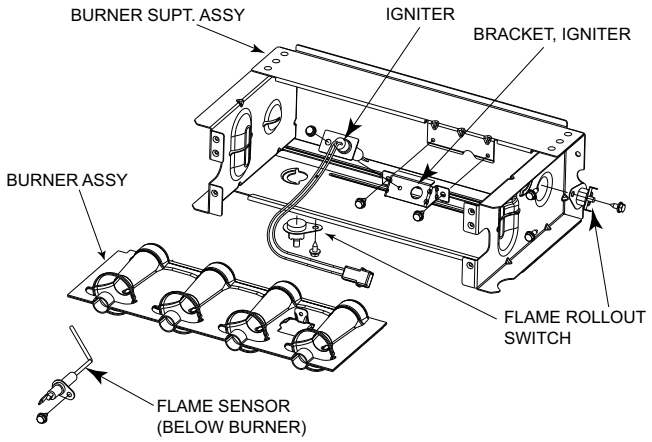
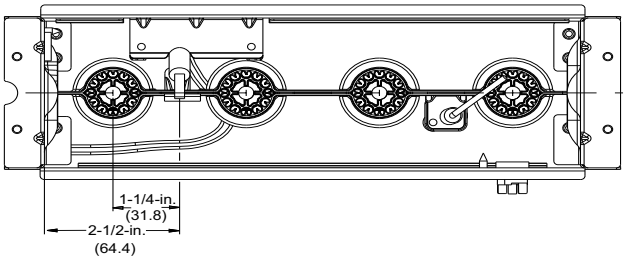
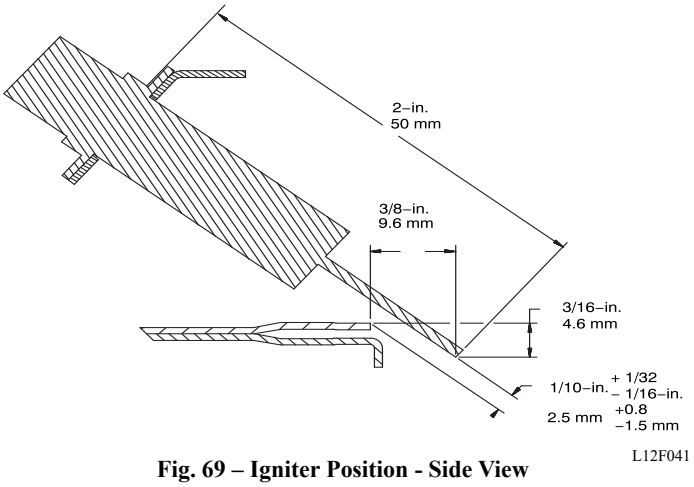

Fig. 67 – Burner Assembly
Fig. 68 – Igniter Position - Top View
Fig. 69 – Igniter Position - Side View
Refer to Fig. 67.
8. Check the igniter alignment. See Fig. 67, Fig. 68, and Fig. 69.
The igniter does **NOT** require annual inspection. Check igniter resistance before removal. Refer to Fig. 67, Fig. 68, and Fig. 69.
a. Using a 1/4-in. driver, remove the two screws securing the igniter mounting bracket to the burner assembly (Fig. 67).
6. To replace igniter and bracket assembly, reverse items 5a through 5d.
7. Reconnect igniter harness to the igniter, dressing the igniter wires to ensure there is no tension on the igniter itself (Fig. 67).